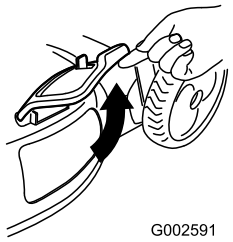

Figuur 21
2. Zet het deurtje van de zijafvoer open (Figuur 21).